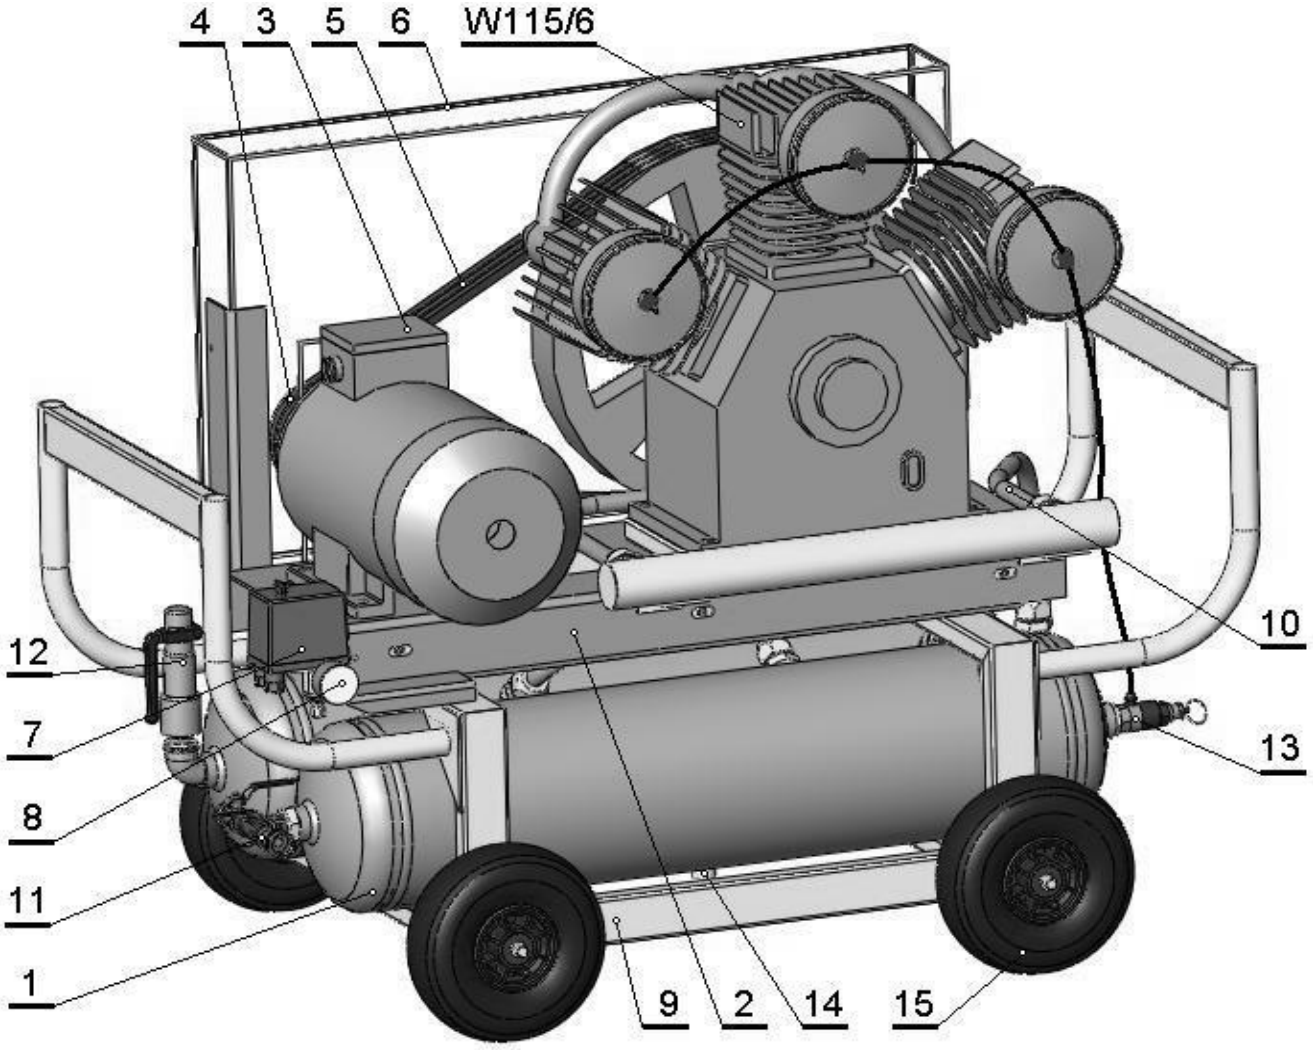

Рисунок 1 – Общий вид компрессора
5.1 Компрессор (рисунок 1) состоит из следующих основных сборочных единиц и деталей: блока W115/6, ресиверов 1, платформы 2, электродвигателя 3 со шкивом 4, клиновых ремней 5, защитного ограждения 6, телепрессостата 7, манометра 8, рамы 9, нагнетательного воздухопровода 10, кранов выпускных 11, клапана предохранительного 12, клапана-разделителя 13, кранов слива конденсата 14, колес 15.